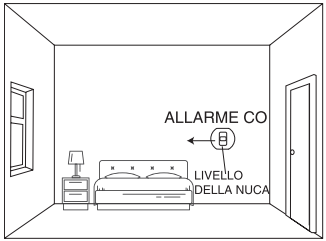

Figura 3: Installazione in una camera da letto o in altre stanze senza un apparecchio a combustione (installato ad altezza della testa)
2. Installare il rilevatori di CO in una stanza o in una camera da letto senza apparecchi a combustione (vedere Figura 3):